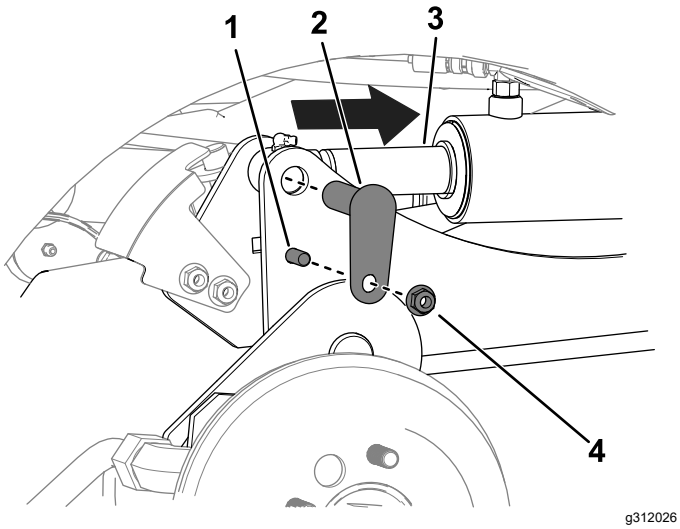

Figure 11
C. À l'aide d'un pointeau, alignez les trous des tiges de vérin et les trous des bras de levage (Figure 11).
D. Avec 2 boulons (⅜ x 1¼ po), 2 écrous (⅜ po) et 2 petits axes, fixez les bras de levage aux vérins (Figure 11).